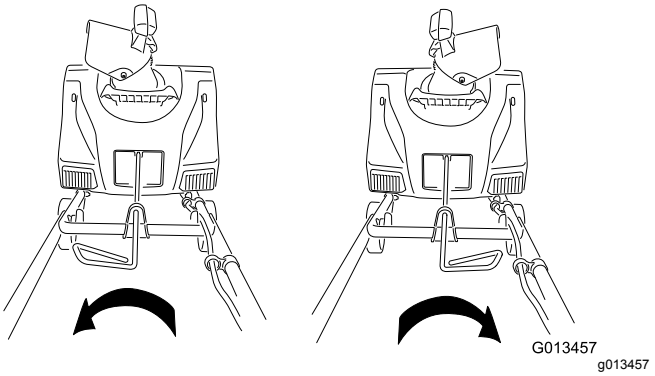

**Figura 7**
6. Spostate la stegola sull'asta di comando del camino per verificare che si sposti nella stessa direzione del camino stesso (Figura 7).
Per regolare il camino di scarico, spostate la stegola sull'asta di comando del camino nella stessa direzione in cui intendete orientare il getto di neve (Figura 6 e Figura 7).